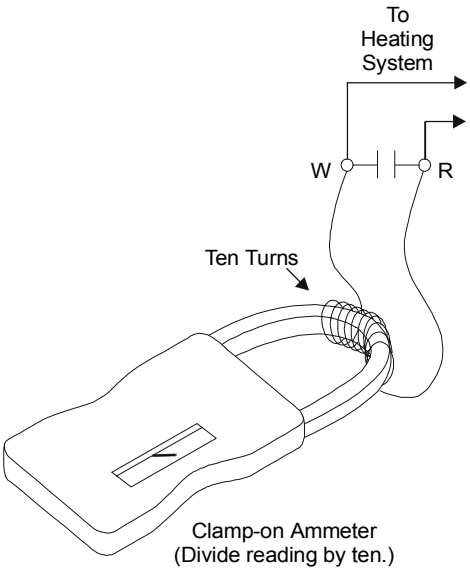

Figure 5: Measuring the Thermostat Current
6. Return the thermostat to its normal setting. Adjust the thermostat's heat anticipator if necessary (see Figure 5).
Due to variations in wiring and valve options, it is advisable to measure the actual current draw of the heating system at the thermostat location. Measuring this current can be accomplished by opening the thermostat contact (lowering the setpoint) and installing an AC ammeter across the terminal, or by using a clamp-on ammeter with a 10-turn multiplier attached to the terminals (see Figure 5).